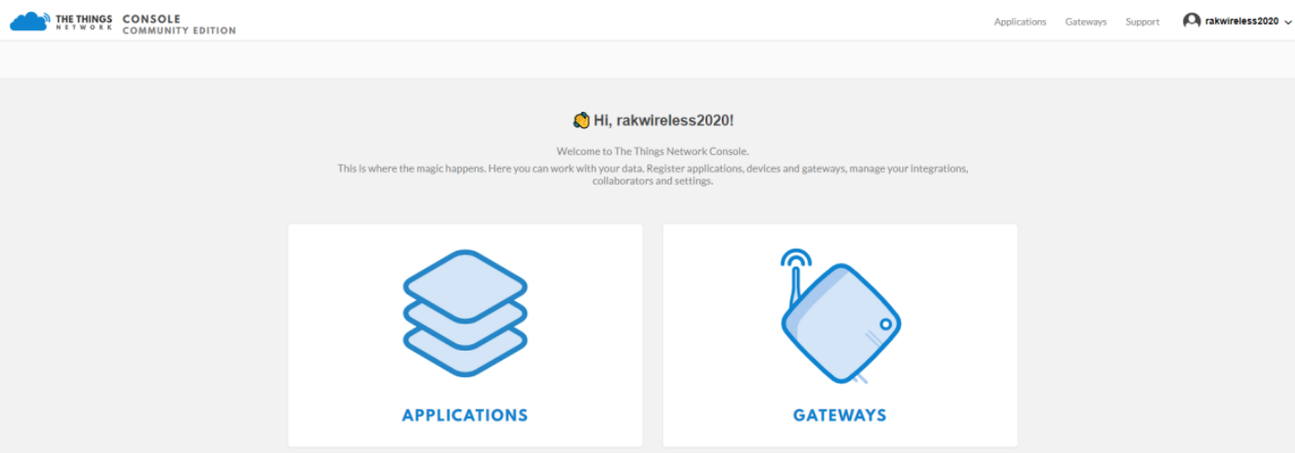

Figure 7: Console Page
1. Access and login into the TTN , and go to its “**Console**” section by clicking on the Console icon. You should see an interface similar to **Figure 7**.